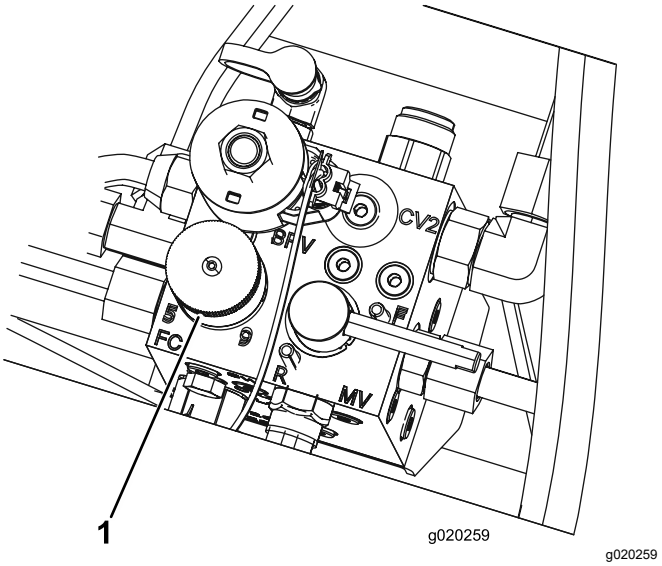

**Figur 34**
4. Ställ in cylinderhastigheten genom att vrida reglaget (Figur 34) tills indikatorpilen ligger i linje med det nummer som markerar önskad inställning.